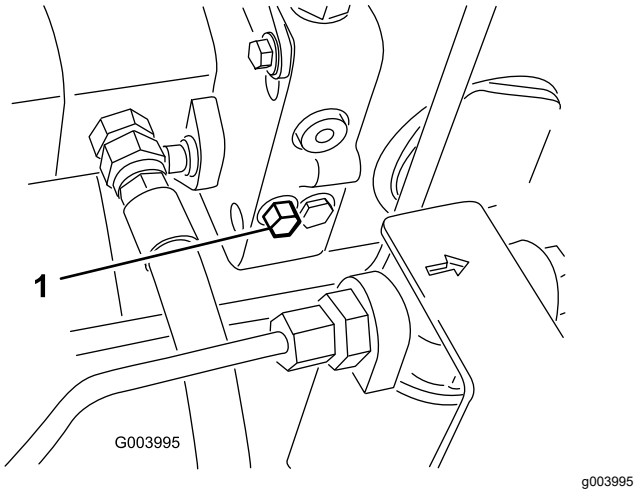

Figuur 72
1. Draai de bout van de omloopklep 1½ slag om deze te openen en de olie inwendig om te laten leiden (Figuur 72).